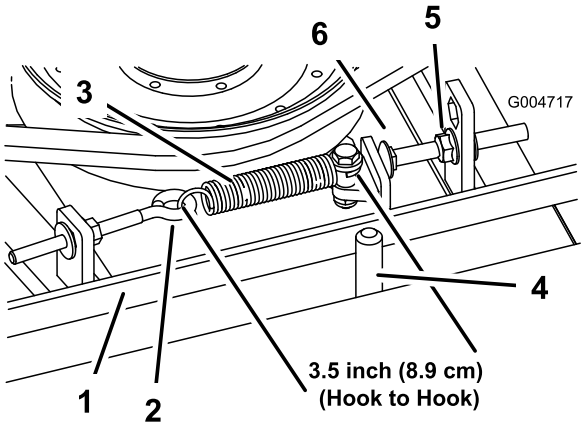

Figur 70
Vid korrekt spänning ska förlängningsfjäderns mått (från krok till krok) vara cirka 8,9 cm ± 0,63 cm (inuti). När fjäderspänningen är korrekt ska du justera stoppbulten (vagnsbulten) tills det finns ett spel på cirka 0,32 + 0,152/0,000 cm mellan bultens huvud och mellandrevsarmen (Figur 70).
Obs: Kontrollera att remmen sitter på fjädersidan av remstyrningen (Figur 70).
2. Lossa öglebulten så att du kan ta bort förlängningsfjädern (Figur 70).
3. Lossa den flänsmutter som håller fast stoppbulten på monteringstappen. Lossa muttern tillräckligt för att mellandrevsarmen ska kunna passera stoppbulten (Figur 70). Flytta mellanremskivan bort från remmen för att minska remmens spänning.
8. Sätt fast förlängningsfjädern (Figur 70) i öglebulten igen, och spänn remmen på följande sätt: